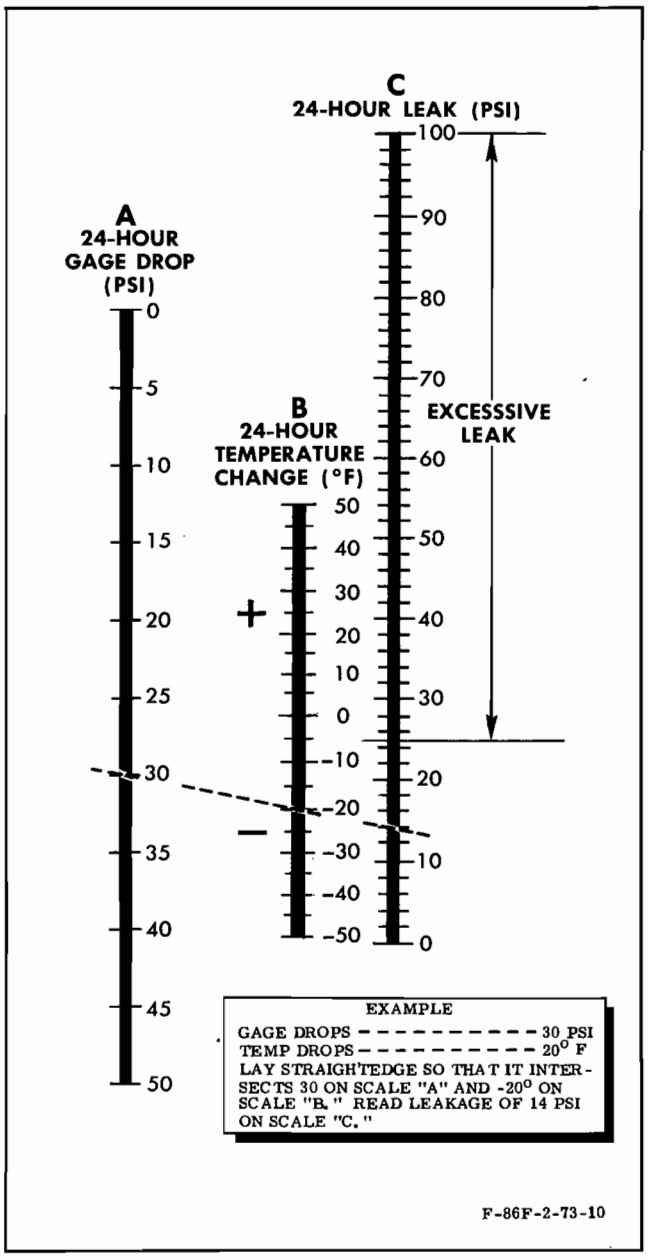

Figure 4-16. Oxygen System Leak Chart
e. Read gage pressure again and subtract second reading from first reading. This gives 24-hour gage drop on scale A. (See figure 4-16.)